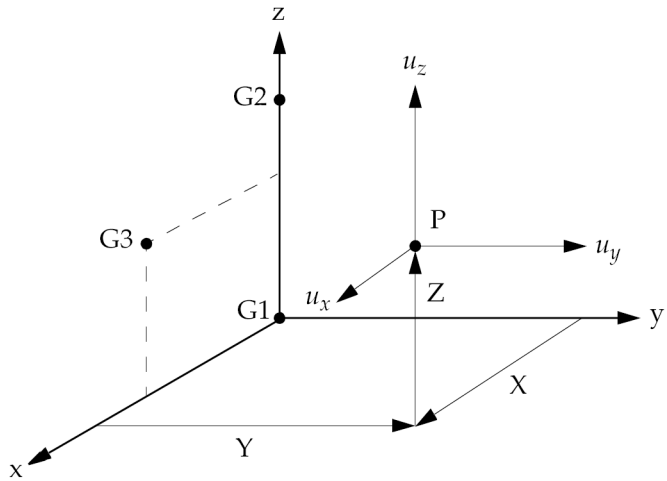

Figure 12-3. CORD1R Definition
4. The location of a grid point (P in Figure 12-3) in this coordinate system is given by (X, Y, Z).